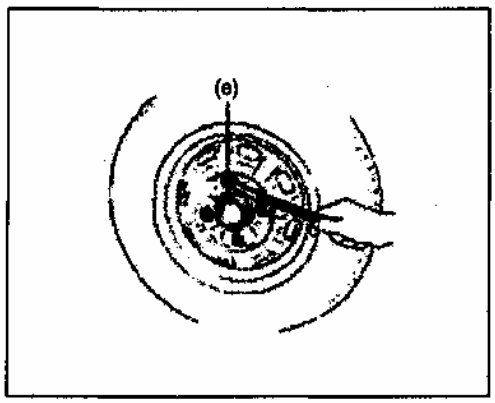

Рис. 534
8) Установите колеса и затяните гайки колес требуемым моментом (Рис. 534)